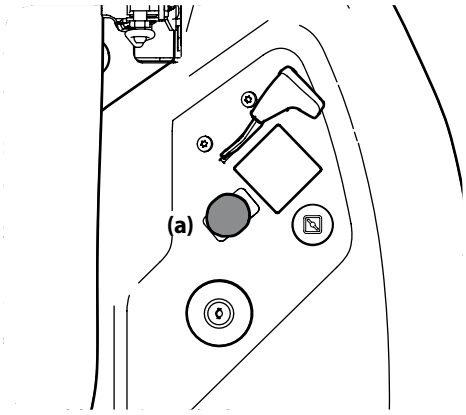

Figura 3-13
2. Tire del interruptor de la PTO (a) hacia arriba/afuera a la posición de activación (ON). Consulte la Figura 3-13.